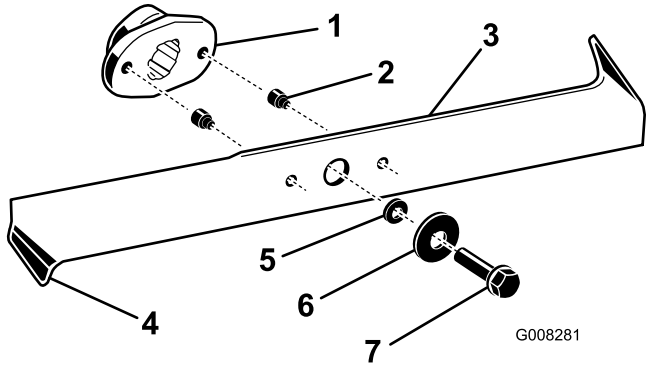

Figur 35
2. Undersøk kniveggene (Figur 35). Hvis kniven er sløv eller hvis det er hakk i den, må den tas av og slipes. Se Slipe knivene.
3. Undersøk knivbladene, spesielt buen (Figur 35). Hvis du oppdager slitasje eller skade på dette området, monter nye knivblader øyeblikkelig.
4. Hvis skjæreboltene er ødelagt, skift dem ut øyeblikkelig (Figur 35).
3. Fjern boltene, avstandsstykkene og knivbladene (Figur 35). Sett en trekloss mellom hvert knivblad og gressklipperen for å holde kniven fast mens du tar ut hver bolt.
1. Monter boltene, avstandsstykkene og knivbladene (Figur 35).